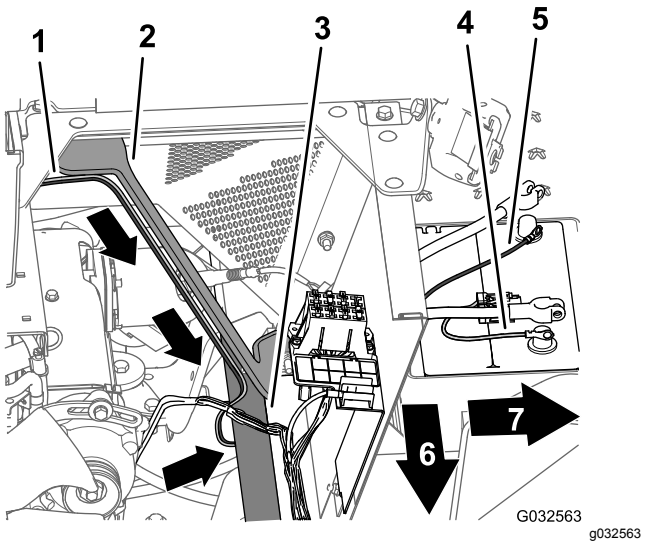

**Figur 138**
3. Før 165 cm afgreningen af ledningsnettet ned langs venstre støtte til motorskjoldet og under venstre stelrør (Figur 138).
4. Før 50 A-sikringen og plus- og minusringklemmen på 165 cm afgreningen af ledningsnettet til toppen af batteriet (Figur 138).